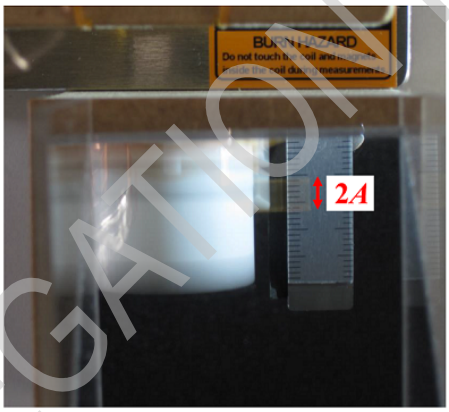

Figure 6 : Visualisation des oscillations à travers le miroir.
4. Ajuster la tension de sortie AC et la fréquence pour que l'oscillation ait une amplitude d'environ $A = 3$ mm (Fig.6). Si l'oscillation est instable, ajuster au mieux les réglages de l'oscillateur.